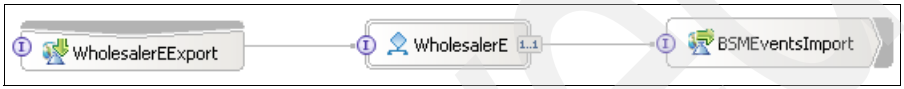

Figure 11-62 Assembly diagram of WholesalerE
5. Create the WholesalerE assembly diagram as we have done for WholesalerD. The assembly diagram of WholesalerE must resemble the example in Figure 11-62.